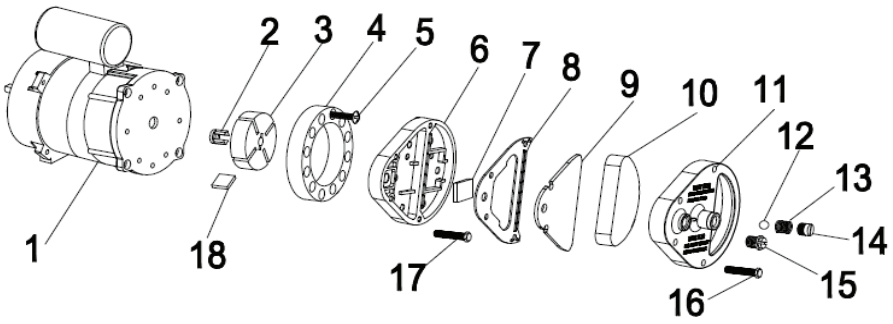

Fig 3.
Clean air filters. Remove filter end cover (11), wash air intake filter (10) using a light detergent and dry it thoroughly before re-installing. Replace air delivery filter (9) once a year (Fig.3)